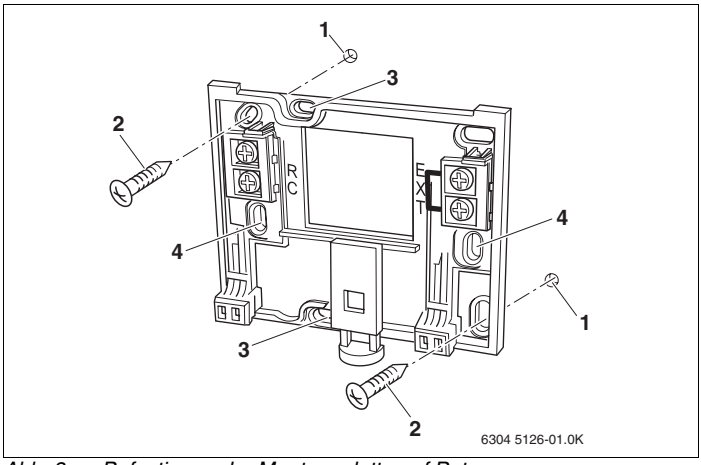

Abb. 3 Befestigung der Montageplatte auf Putz
- Zwei Löcher an der vorgesehenen Stelle in die Wand bohren, dazu Montageplatte als Schablone verwenden (Abb. 3).
- Mitgelieferte Dübel in die Bohrlöcher (Abb. 3, **Pos. 1**) einsetzen.
- Montageplatte mit den mitgelieferten Schrauben (Abb. 3, **Pos. 2**) befestigen.
Für die Montage auf einer Unterputzdose können Sie die vertikalen oder horizontalen Befestigungslöcher (Abb. 3, **Pos. 3** oder **Pos. 4**) verwenden.